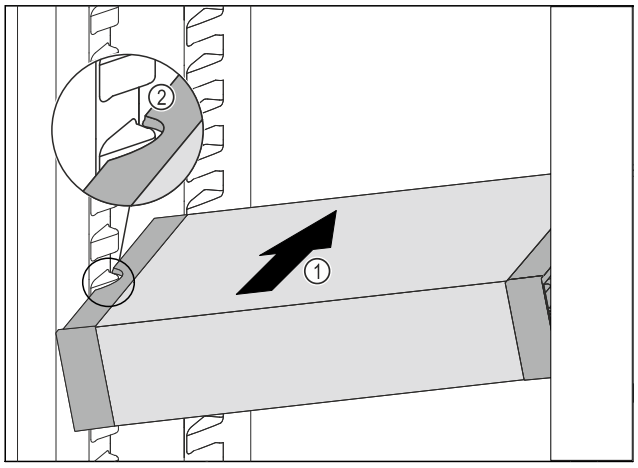

Fig. 108
▶ Iebīdiet VarioSafe slīpi ledusskapja nodalījumā *Fig. 108 (1)*, līdz VarioSafe sānu padziļinājumi *Fig. 108 (2)* atrodas tvertnes ribas augstumā ledusskapja nodalījumā.